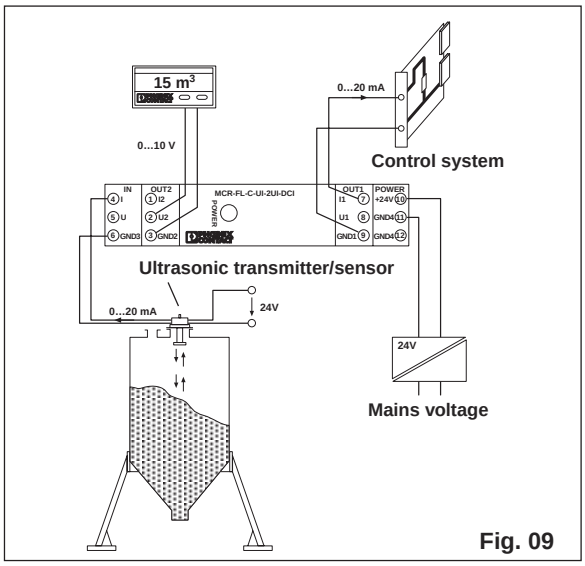

Fig. 09
4. Application Example (Fig. 09)